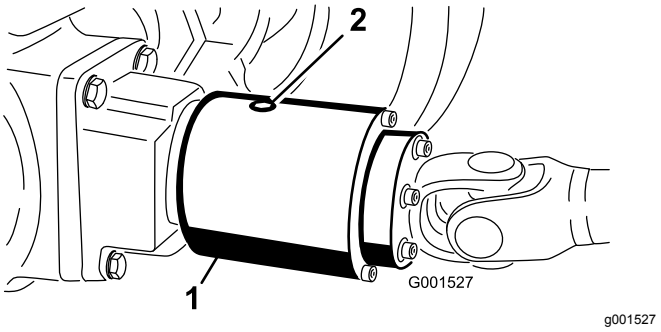

Figur 60
2. Roter clutchen (Figur 60) for å innrette kontrollpluggen til kl. 4-posisjonen.